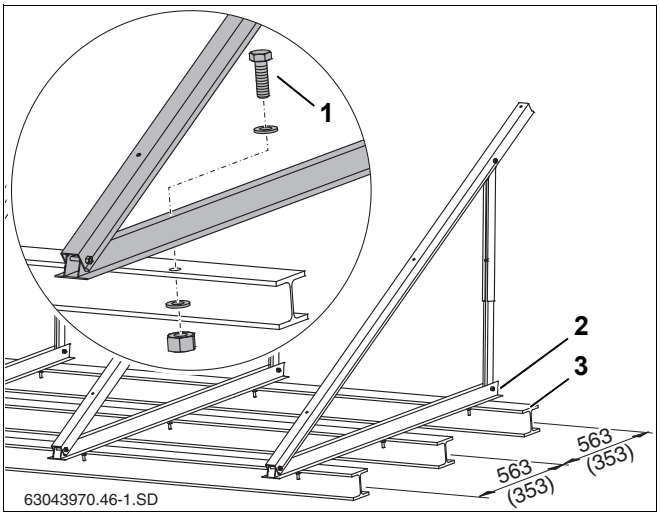

Рис. 26 Подставки на двутаврах, размеры в мм (значения в скобках = горизонтальное исполнение)
На плоской крыше можно выполнить анкерное крепление подставок. Здесь приведен пример крепления к двутаврам (рис. 26, **поз. 3**).
- Разметить расстояние между отверстиями на нижнем профиле (рис. 26, **поз. 2**) на двутавре и просверлить отверстия.
- Вставить болты (см. таб. 8 и рис. 26, **поз. 1**) в профиль и двутавр и затянуть с гайками и шайбами.